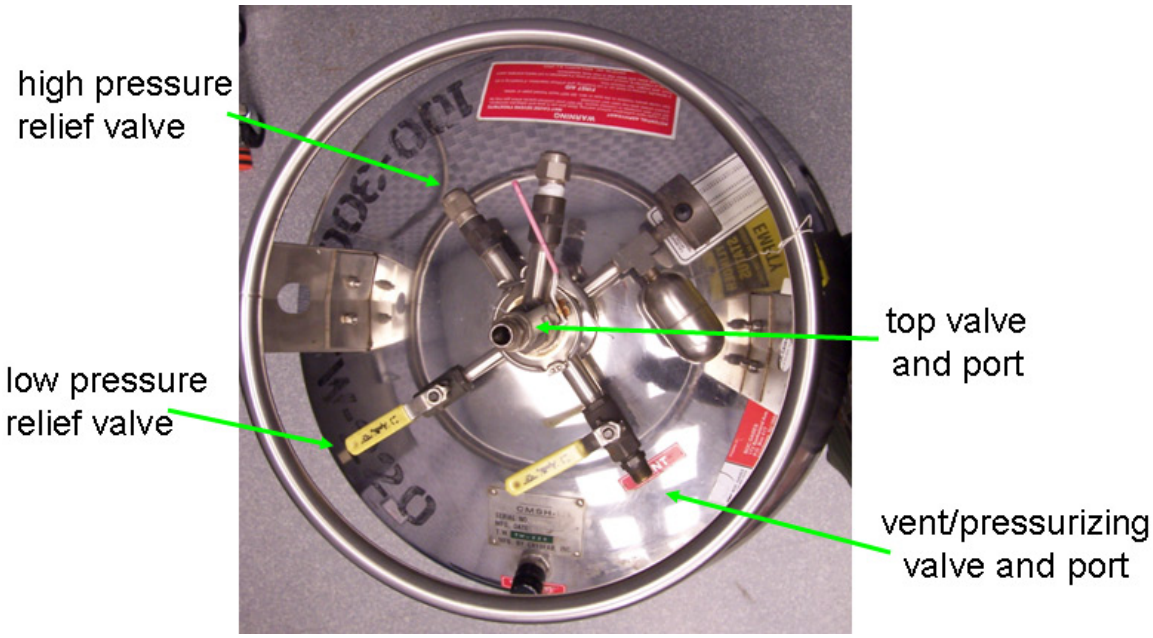

FIG. 1. Top view of liquid helium dewar.
2. Roll the dewar into. Orientate dewar high pressure relief valve (see Fig. 1) away from where people will be standing.
7. Connect the He gas line to the vent/pressurizing port of the LHe dewar (see Fig. 1). Make sure that the Quick-Connect adapter has been correctly attached. The manometer of the Helios gas line should read below 5 kPa.
10. Remove the plug in the dewar top port. Slowly open the top ball valve to relieve the pressure in the dewar (see Fig. 1).
12. Close the low pressure [typically 1 psi (6.89 kPa)] relief valve on the dewar (see Fig. 1). Warning: Do not close or disable the high pressure relief valve (see Fig. 1), otherwise an overpressure hazard could exist. While lowering the transfer line into LHe dewar, monitor the pressure and be sure to keep it below ~16 kPa psi.
13. Continue lowering the transfer line slowly enough so that the dewar pressure does not rise dramatically, until the transfer line leg hits the bottom of the dewar. There is no need to raise the tube slightly from the bottom because the LHe intake is situated on the side of the tube, about 5 mm above its bottom. If the pressure raises above a full turn of the dial, release it by slightly opening the low pressure relief valve (see Fig. 1). Make sure you close this valve once the pressure has lowered.
15. Most helium dewars will not self pressurize at these flow rates so regulated helium gas pressure must be introduced through the vent/pressurizing port on the dewar (see Fig. 1). Try to keep the dewar pressure at ~ 16 kPa.